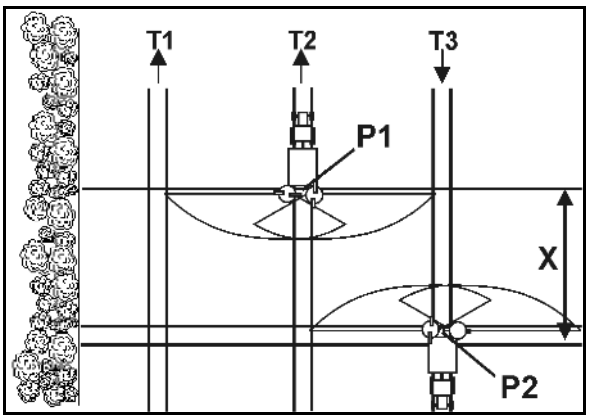

**Rys. 88**
- Po wjechaniu w ścieżkę technologiczną zasuwy zamykające otwierać w punkcie P1 (Rys. 88), gdy tarcze rozsiewające oddalone są od ścieżki dla nawrotów o odcinek X.
- Zasuwy należy zamykać w punkcie P2 (Rys. 88), przed wyjechaniem ze ścieżki technologicznej (Rys. 88), gdy tarcze rozsiewające znajdują się na wysokości pierwszej ścieżki technologicznej na nawrocie